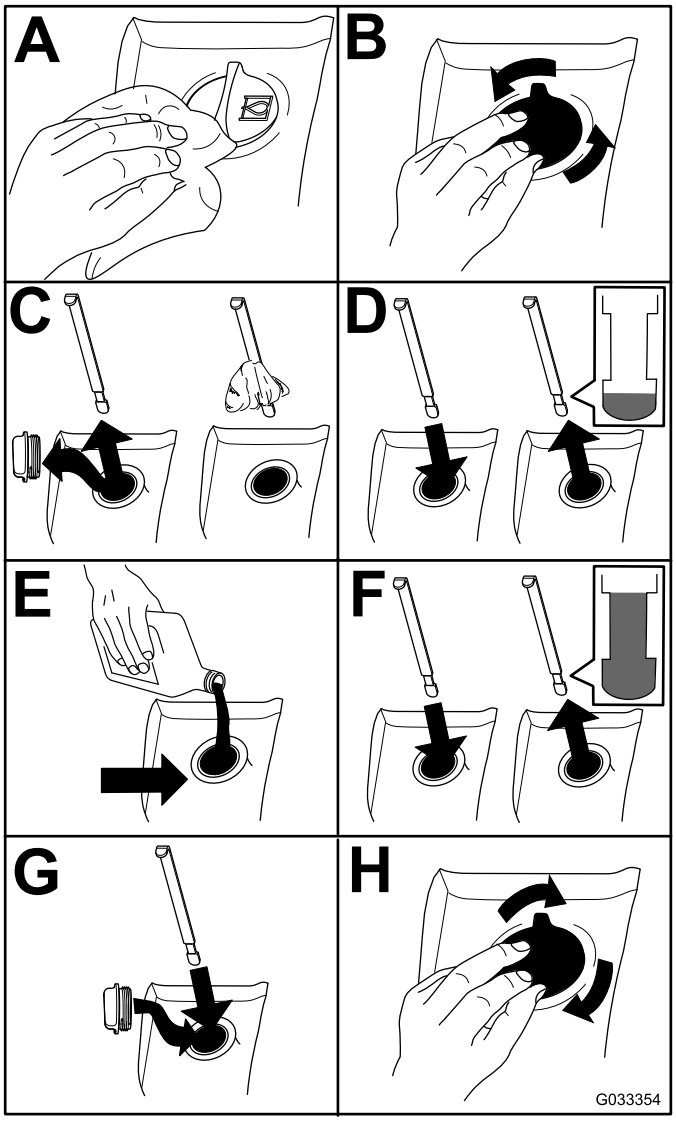

Figur 75
2. Kontrollera hydraulvätskenivån (Figur 75).